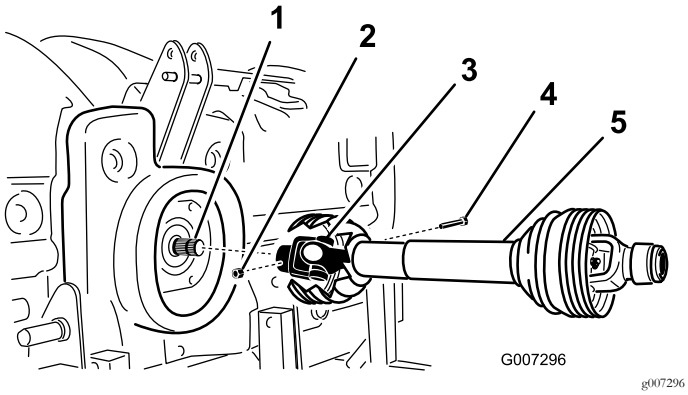

**Figur 11**
2. Anslut kraftuttagsaxeln till växellådans ingångsaxel med en bult på 1/2 x 3,00 tum och en mutter på 1/2 tum (Figur 11).